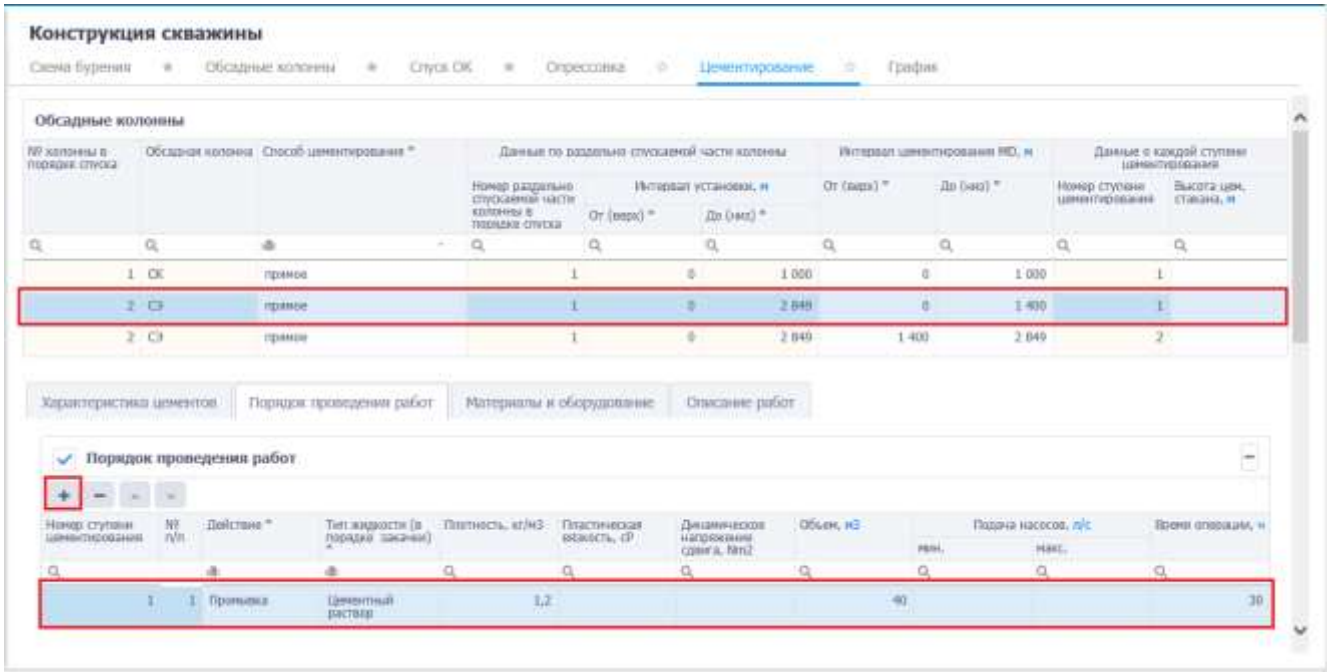

Рис. 3.155
1) Заполнить таблицу «Порядок проведения работ» на вкладке «Порядок проведения работ». Для этого следует выбрать секцию в таблице и добавить действие, нажав на кнопку (Добавить) и введя данные стандартным для программы образом (рис. 3.155).